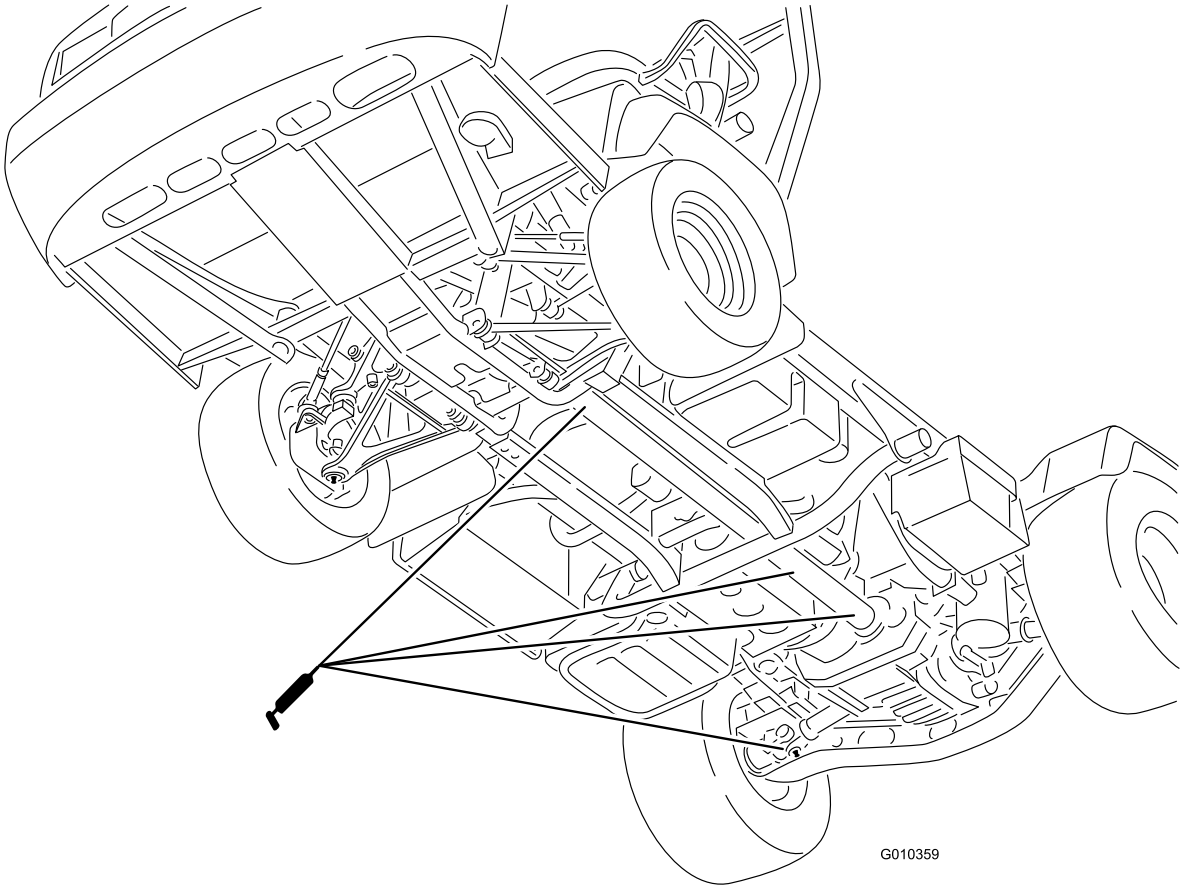

Figuur 41
- Kruiskoppeling (18) en as van 4WD (3) (Figuur 41)